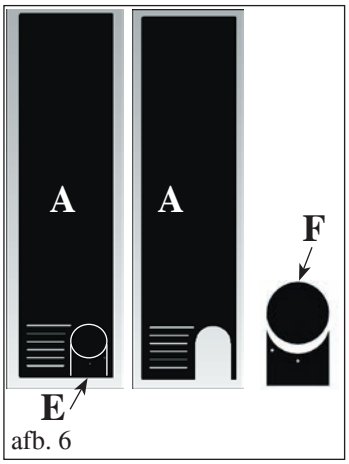

afb. 6
Verwijder het voorgesneden stukje (E - afb. 6) uit het metalen zijpaneel (A) dat u eerder gedemonteerd heeft, om de de opening voor de (niet bijgeleverde) rookafvoerbuis te creëren.
Verwijder het deel F uit de wand E (afb. 6).